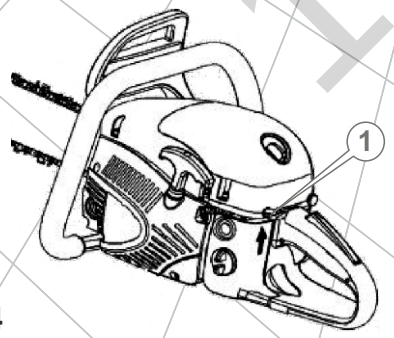

Рис. 14
4. Установите выключатель зажигания (1) в верхнее положение (см. рис. 14).